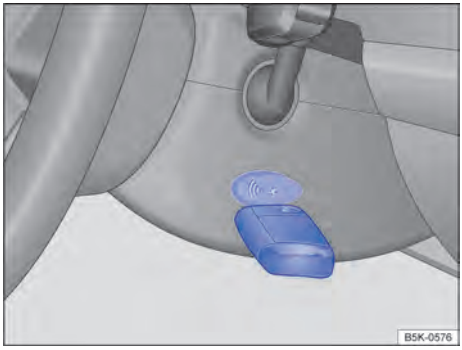

Fig. 94 À direita na coluna de direção: função de partida de emergência em veículos com sistema de travamento e de partida Keyless Access sem chave.
– Manter a chave do veículo diretamente após pressionar o botão de partida à direita da coluna de direção → Fig. 94.